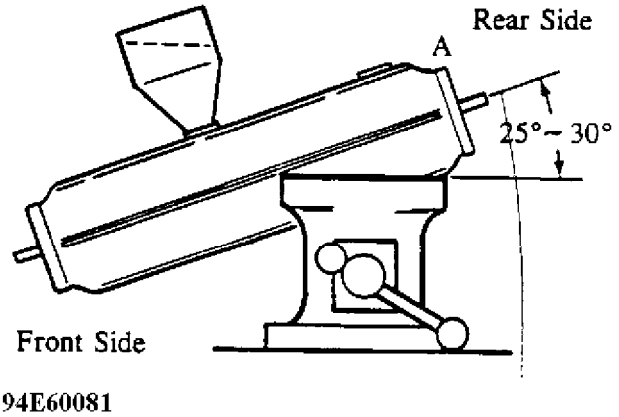

Fig. 15: Proper Positioning of Converter in a Vise
2. Hold the converter in a vise at an angle of 25ø-30ø as shown in Fig. 15.
5. Tap the converter repeatedly at point "A" (see Fig. 15) with a plastic hammer to allow the pellets to flow in until no more pellets can be put in.
9. Hold the catalytic converter at an angle of 25ø-30ø in a vise again (see Fig. 15).